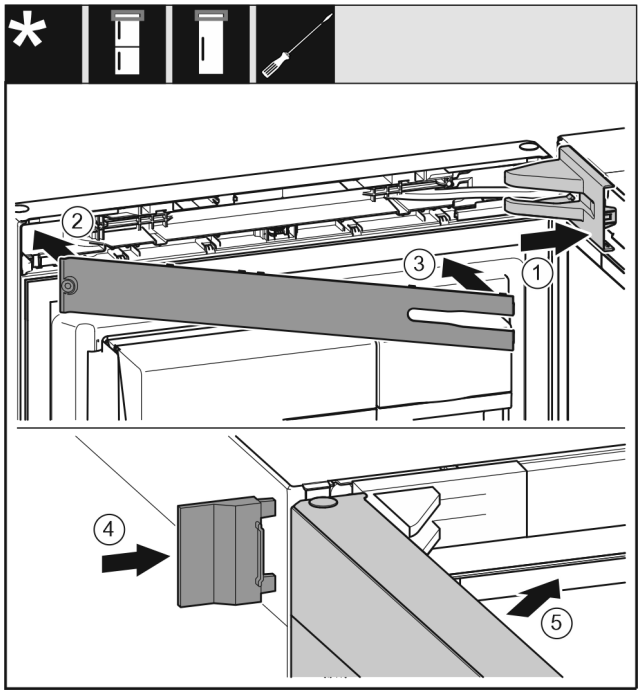

Fig. 73
▶ Nasaďte a zaklapněte kryt stojanu ložiska *Fig. 73 (1)*, příp. opatrně přitlačte od sebe.
▶ Nasaďte záslepku *Fig. 73 (2)*.
▶ Záslepku *Fig. 73 (3)* sklopte a zaklapněte.
▶ Vnější kryt *Fig. 73 (4)* nasuňte.
▶ Zavřete horní dveře *Fig. 73 (5)*.